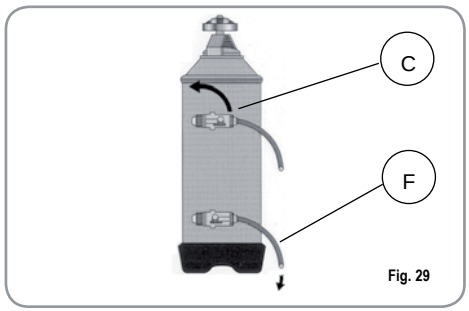

Fig. 29
2) Remettre le bouchon et repositionner le levier C vers la gauche (Fig.29), en faisant évacuer l'eau salée du tube F jusqu'à ce qu'elle soit à nouveau douce (1/2 heure environ).